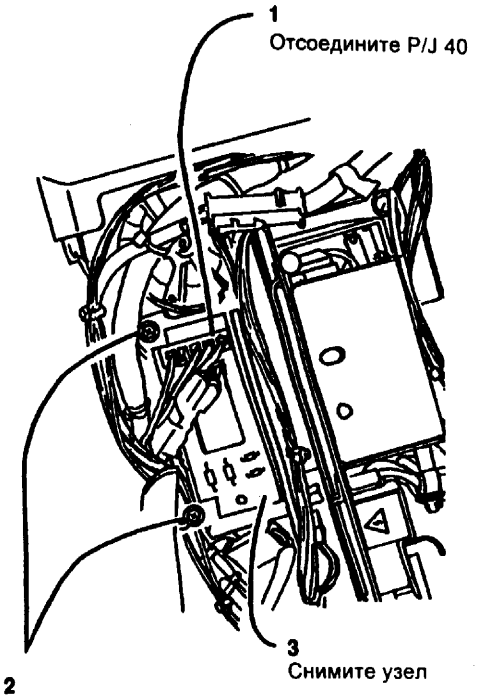

Рис. 3 Снятие узла
5. (5616) (Рис. 3) Снимите узел, содержащий реле блокировки питания и PWB привода сканирования.